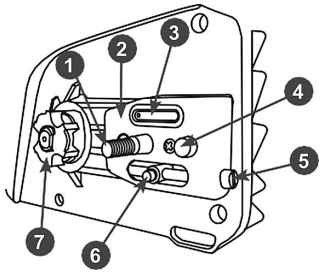

Рис. 3 Снятие крышки шины
4. Вращая винт 5 механизма натяжения цепи против часовой стрелки переместите палец 6 в заднее положение, ближе к ведущей звездочке 7 (Рис. 3).
Для удаления провисания цепи вращайте колесо 5 (Рис. 3) механизма натяжения цепи по часовой стрелке. Для ослабления натяжения – в обратную сторону. После регулировки натяжения цепи затяните гайку крепления крышки, не прилагая при этом чрезмерных усилий.